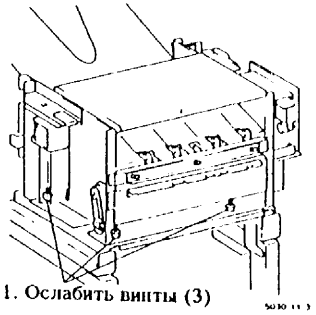
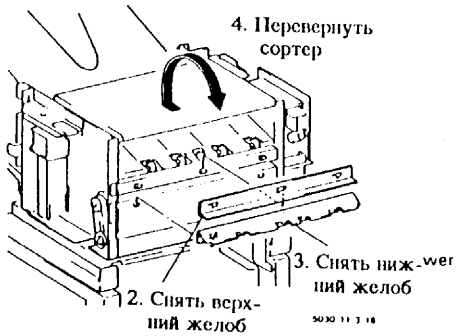

Рис. 5. Ослабление винтов
Рис. 6. Переворачивание сортера
6. (Рис. 5), (Рис. 6): Снять сортер. Поместить его "вверх ногами".